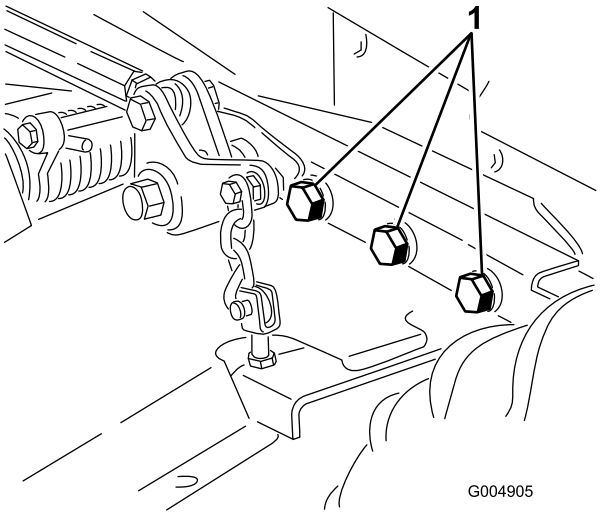

Figur 66
4. Kontroller alle festene. Stram dem om nødvendig. Stram særlig de seks boltene som fester klippeenhetsrammen til trekkenheten (Figur 66) med et moment på 359 Nm.